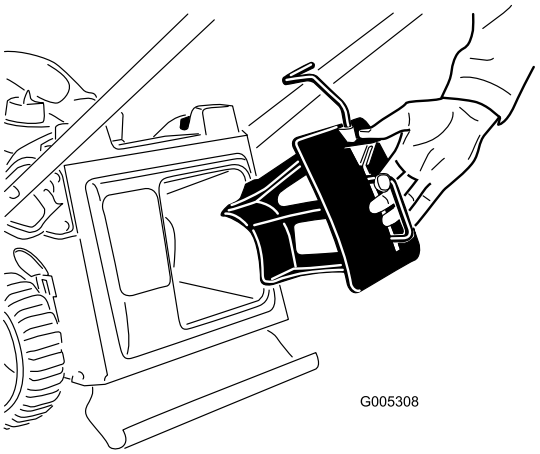

**Figur 7**
1. Sätt i mullningspluggen i klipparen om den inte redan är monterad (Figur 7).